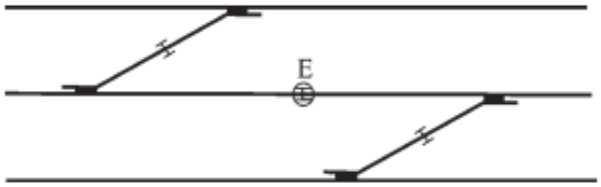

Рис. 33. Место установки стыка между противошерстными стрелками
7) установить изолирующие стыки, обеспечивающие одновременные параллельные передвижения (стыки между стрелками съездов, параллельно расположенными съездами и т. п.) (рис. 33);